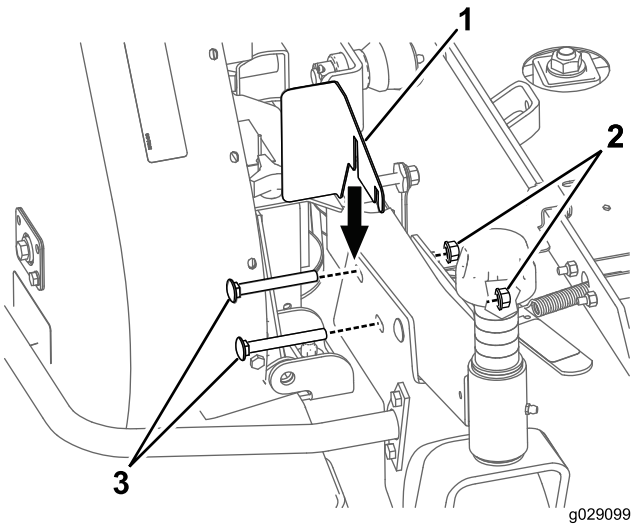

Figuur 26
2. Breng de kap van de poelie aan op de machine (Figuur 26).